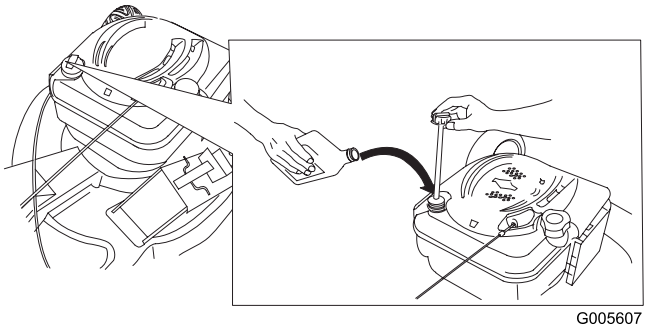

Figuur 13
1. Verwijder de peilstok uit de buis en veeg deze schoon. Schuif daarna de peilstok weer helemaal terug (Figuur 13).